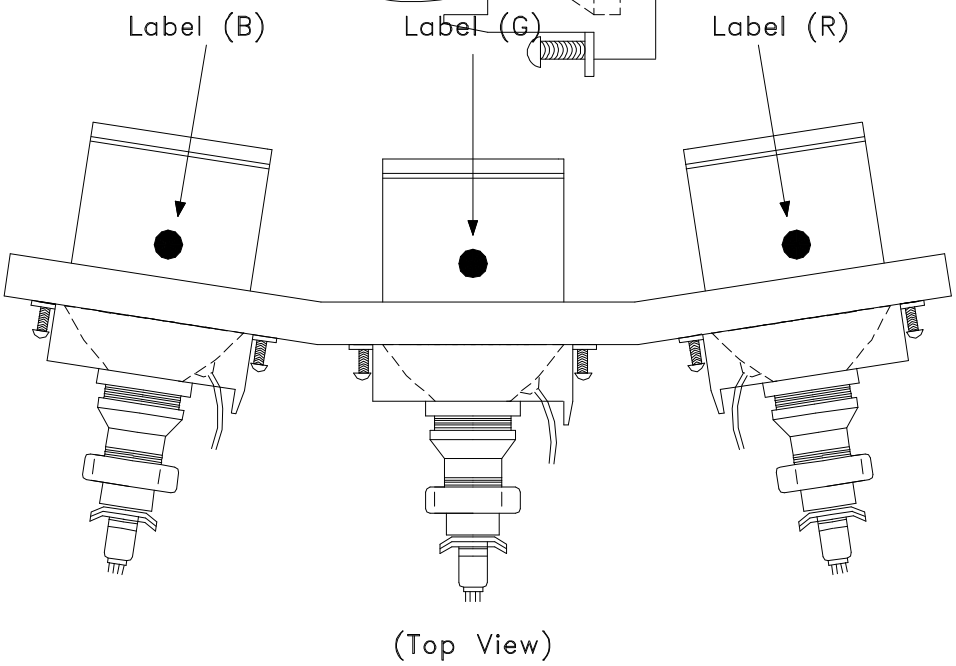

Figure 5-8
a) Position the Lens so that the Label faces the direction shown in Figure 5-8.